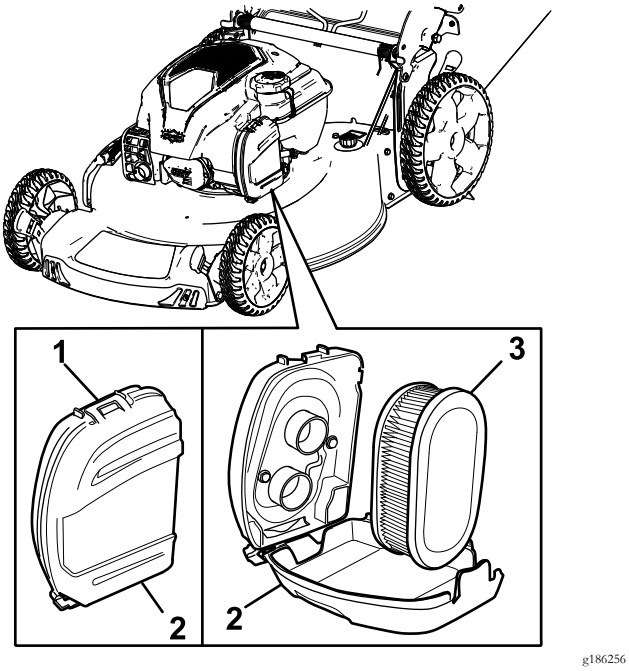

Figur 27
1. Öppna klämman överst på luftfilterkåpan (Figur 27).
2. Ta bort luftfiltret (Figur 27).